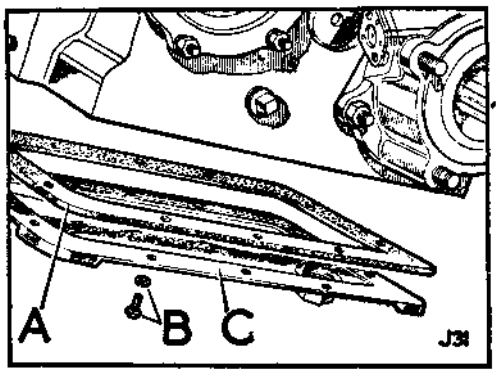

**Fig. C1-50. Transfer box bottom cover plate**
8. Fit the bottom cover plate and gasket, using jointing compound on both sides of the gasket, see Fig. C1-50.